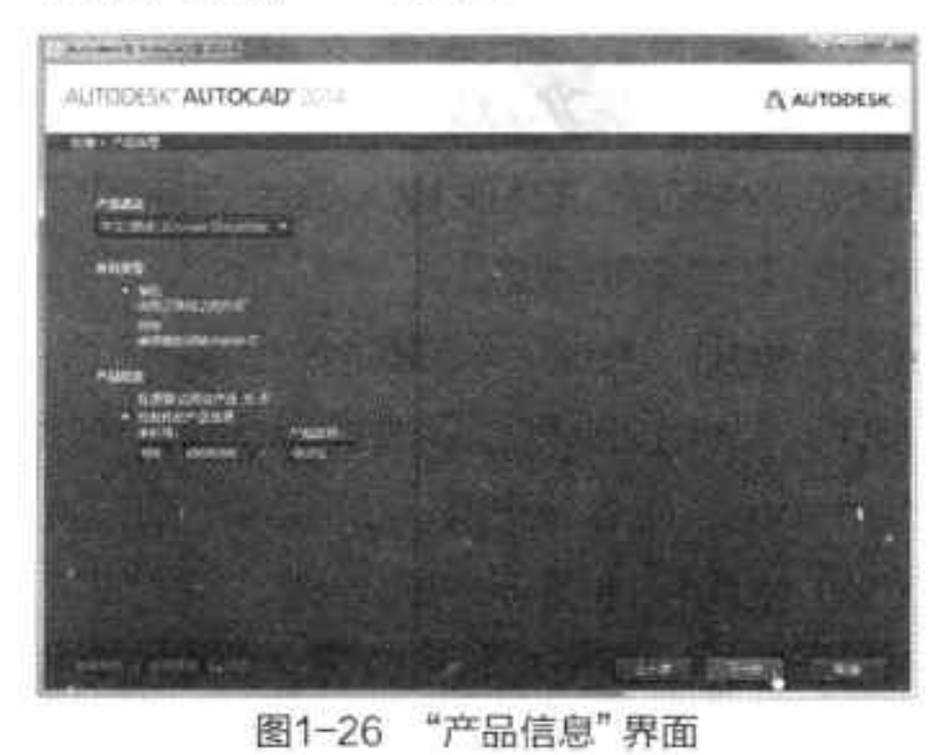

图1-26 “产品信息”界面
Step 04 在打开的“产品信息”界面中，输入产品的序列号及产品密钥信息，然后单击“下一步”按钮，如图1-26所示。